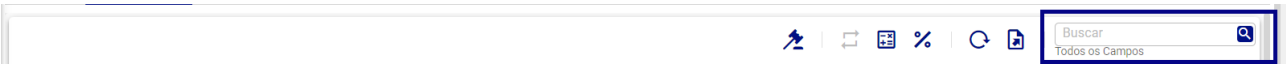

Figura 172: Campo de Busca
- **Campos de Busca (Figura 172):** Possibilita localizar registros específicos no painel superior.